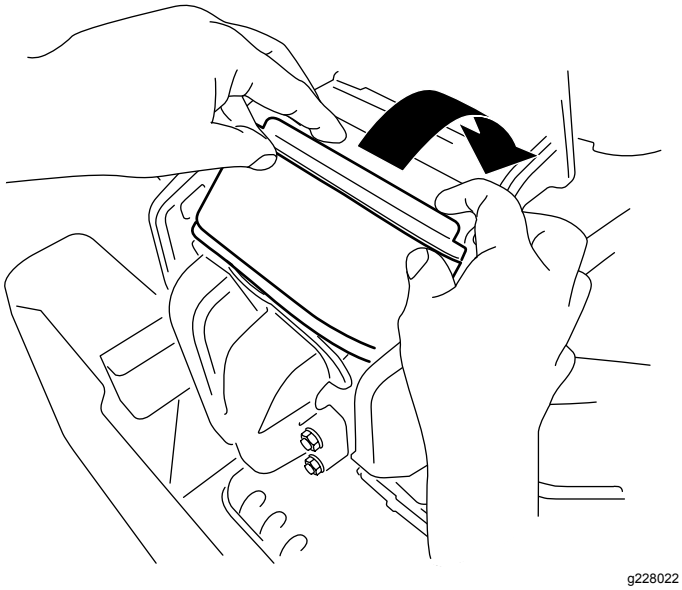

Figur 44
3. Drej filteret ned i kammeret, og sæt det helt fast imod manifolden (Figur 44).